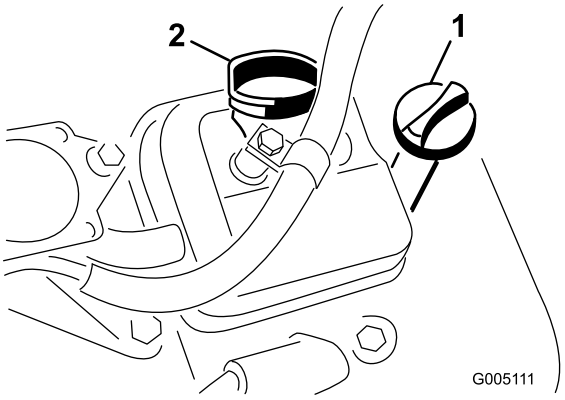

Figur 19
2. Ta ut peilestaven, og tørk av den med en ren klut. Sett peilestaven inn i røret, og pass på at den når helt ned (Figur 19).